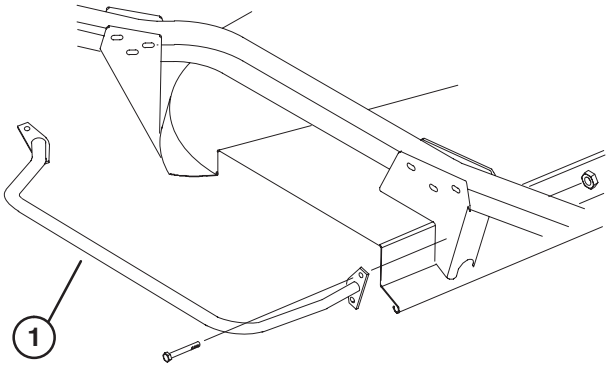

Figure 23
2. Secure top mounting hole of front mounting plate of bumper to castor arm bracket with a 5/16 –18 x 3” lg. capscrew and locknut (Fig. 23).
3. Using both mounting plates of bumper as templates, locate, mark and drill (3) additional 11/32” dia. holes through both walls of front and rear castor arm brackets.